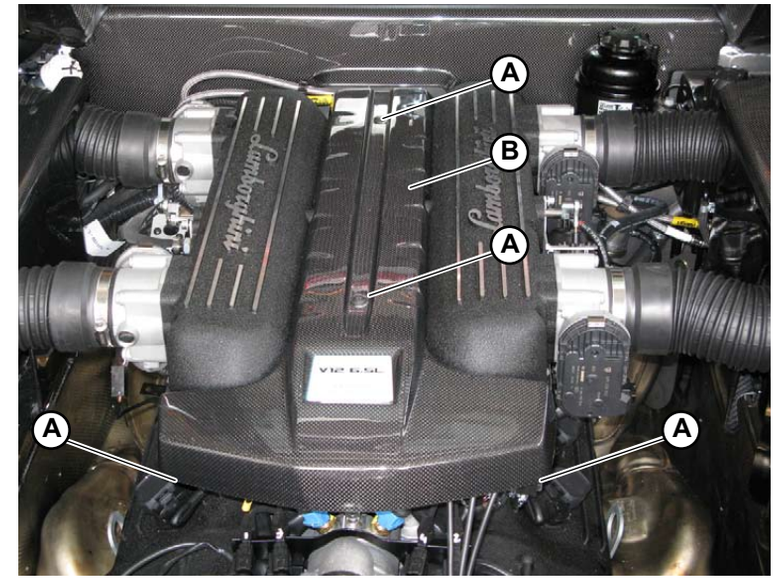

Fig.8
1. Unscrew the 4 screws (**A-Fig.8**) securing the rear engine safety cover (**B-Fig.8**).